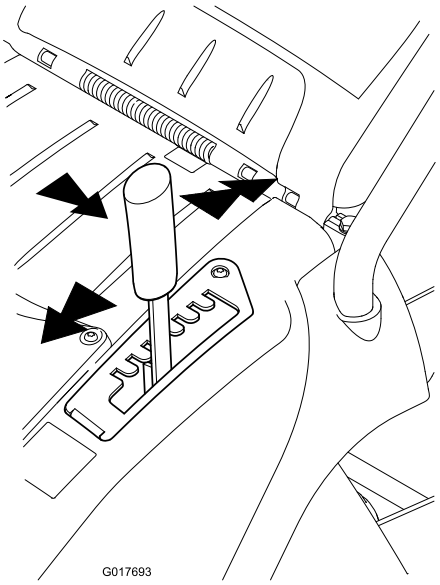

Figura 11
1. Sujete la palanca y tire hacia un lado para liberarla de la muesca de bloqueo (Figura 11).
2. Empújela hacia adelante para bajar la altura de corte o tire de la misma hacia atrás para elevar la altura (Figura 11).
3. Suelte la palanca en la posición deseada y asegúrese de que queda firmemente bloqueada en una de las ocho muescas de ajuste (Figura 11).